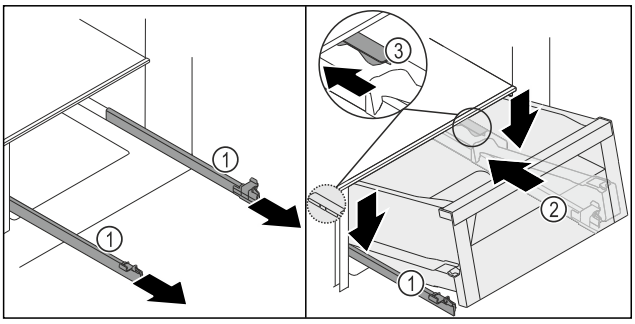
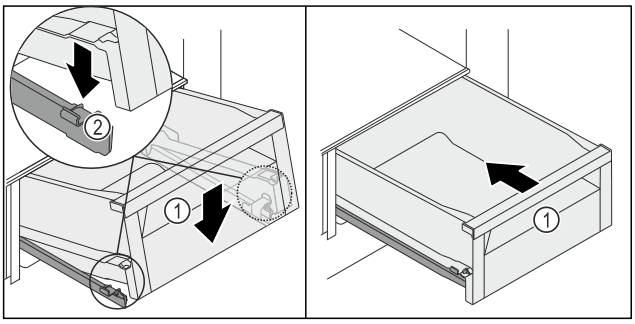

Fig. 171
Fig. 172
- ▶ Maintenir les rails *Fig. 171 (1)* et installer le tiroir *Fig. 171 (2)* du haut derrière la butée *Fig. 171 (3)* sur les rails *Fig. 171 (1)*.
- ▶ Pousser le tiroir *Fig. 171 (2)* sur les rails *Fig. 171 (1)* vers l'arrière jusqu'en butée.
- ▶ Abaisser l'avant du tiroir *Fig. 171 (2)* de manière à insérer le tiroir dans les languettes *Fig. 172 (2)* à gauche et à droite.
- ▷ Vous entendrez le tiroir *Fig. 172 (1)* s'enclencher.
- ▶ Pousser le tiroir *Fig. 172 (1)*.